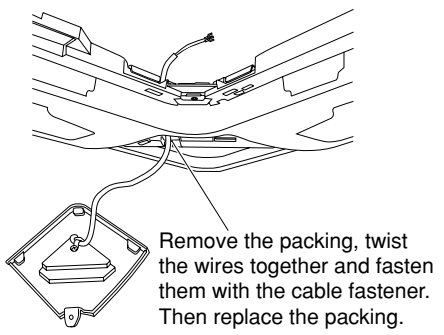

**Fig. 11-3**
(3) The square hole used for the panel wiring is filled with packing (sponge material) used for insulation.* Remove the packing, then pass the wiring from the wireless receiver unit through the grill. Twist the wires together and use a cable fastener to fasten them and attach with a screw, then replace the packing in the hole as it was before. (Fig. 11-3)
(4) After completing wiring as described in “Wiring the Receiver Unit” on the next page, twist the wires together and use a cable fastener to fasten them, leaving a length of wiring that is long enough to permit removal of the adjustable corner cap. (Fig. 11-3)